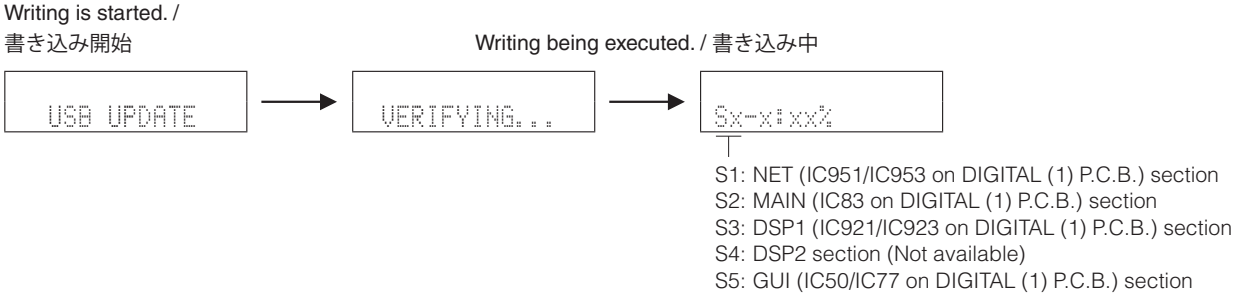

Fig. 2
3. The USB UPDATE mode is activated and “USB UPDATE” is displayed. Writing of the firmware starts automatically. (Fig. 2)
3. USB UPDATE モードが起動し、“USB UPDATE” が表示されて、ファームウェアの書き込みが自動的に開始されます。(Fig. 2)